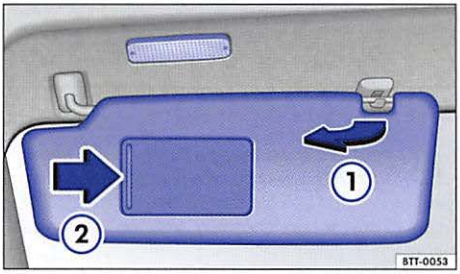

Fig. 74 Sun visor.
- Lift it out of the retaining clip ⇒ fig. 74 ① and swivel it toward the door.